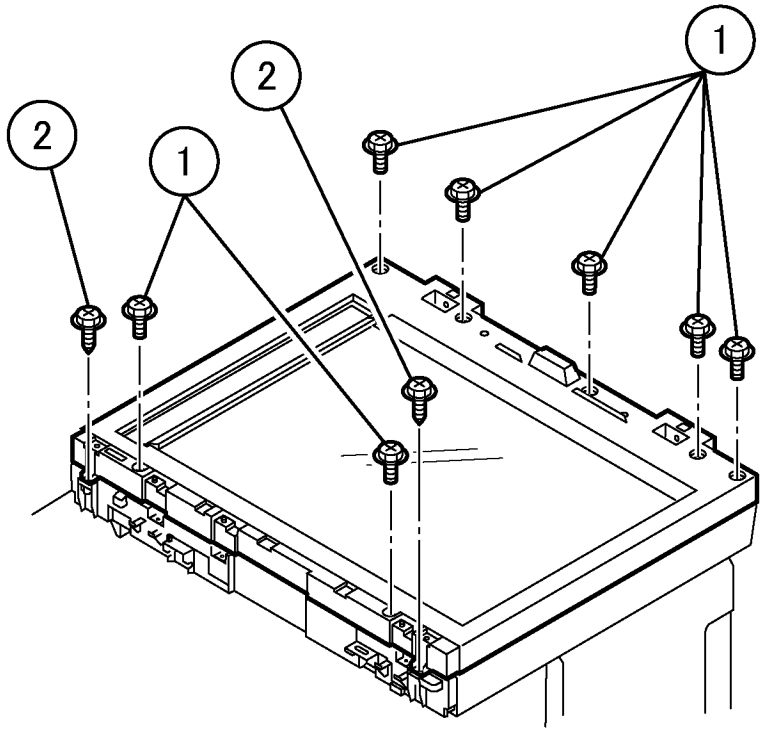

Рисунок 1 Отворачивание винтов (j0ch41139)
2. Отверните винты на верхней крышке IIT (рисунок 1).